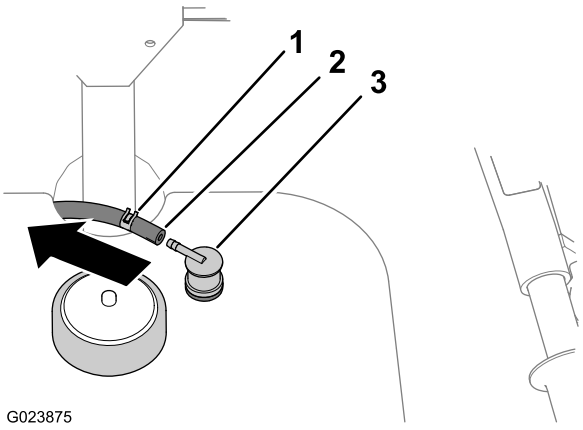

Figure 5
1. Déposez le collier et le flexible d'évent qui est relié à la valve de mise à l'air libre dans le réservoir de carburant (Figure 5).